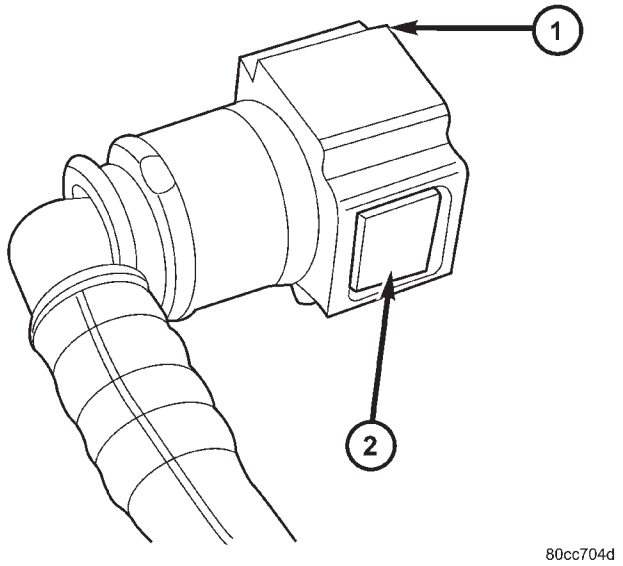

Fig. 44 2-BUTTON TYPE FITTING
(1) Perform fuel pressure release procedure. Refer to Fuel Pressure Release Procedure.
(2) Disconnect negative battery cable from battery.
(3) Clean fitting of any foreign material before disassembly.
(4) **2–Button Type Fitting:** This type of fitting is equipped with a push-button located on each side of quick-connect fitting (Fig. 44). Press on both buttons simultaneously for removal.